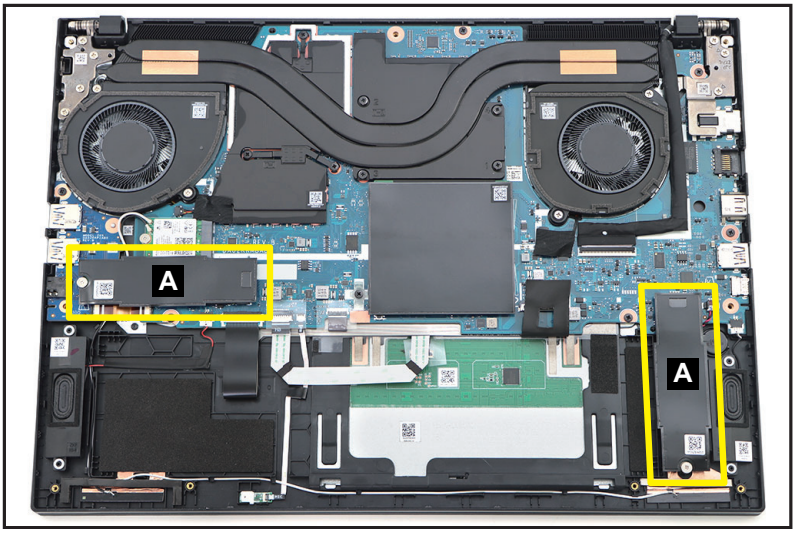

Figure 1-10. SSD Modules Location
1. Find the SSD modules (A) on the top assembly (Figure 1-10).